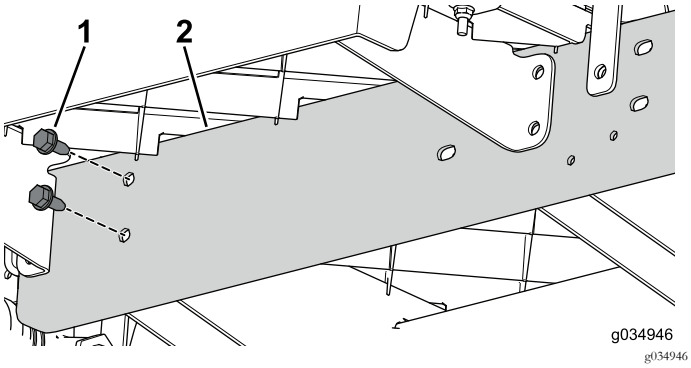

Figura 26
6. Utilizzate i 2 bulloni (5/16" x ¾") per montare, senza serrarla, la guida dell'estensione sul canale centrale sulla sezione anteriore della macchina (Figura 26).